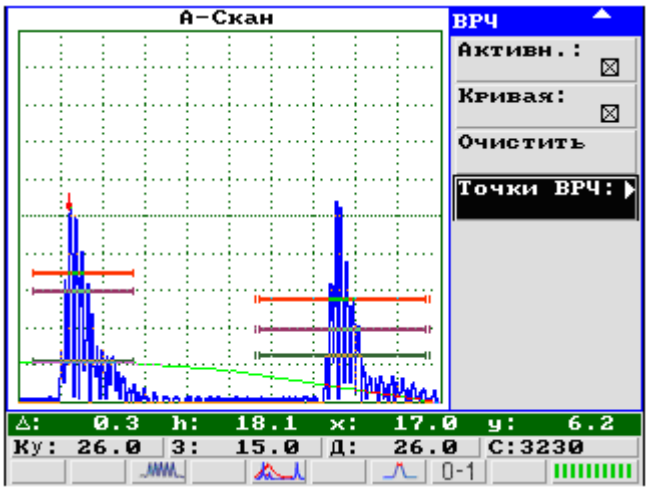

Рисунок 11 – Кривая ВРЧ
6.3.1.2.6.2 Пункт «**Кривая**» - включает/выключает индикацию кривой ВРЧ на экране дефектоскопа (см. рисунок 11).